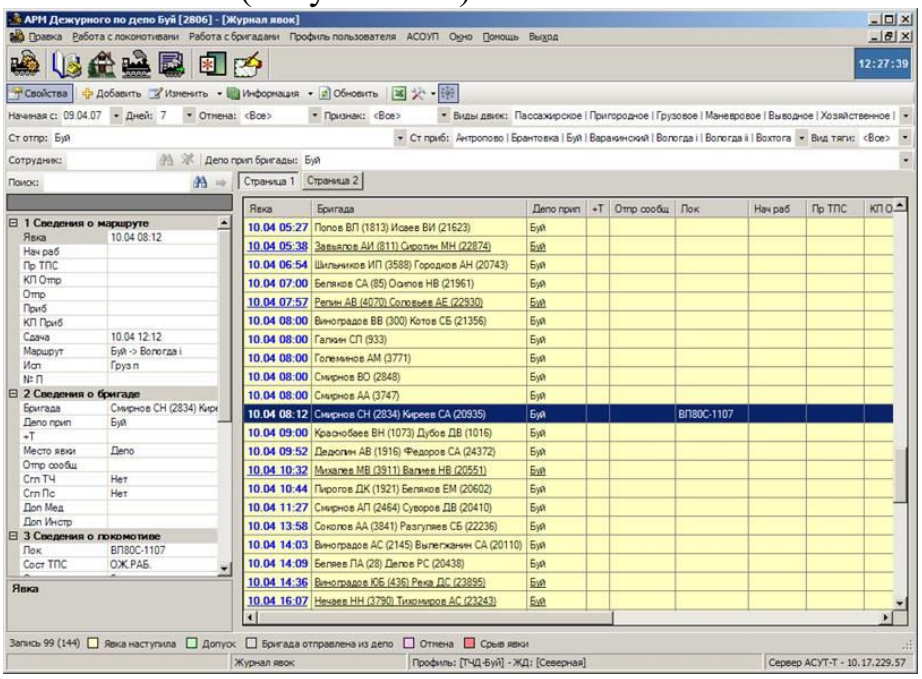

Рисунок 5.23 – Журнал явок
1. Откройте «Журнал явок» нажатием кнопки или нажатием сочетания клавиш Ctrl+J (Рисунок 5.23):